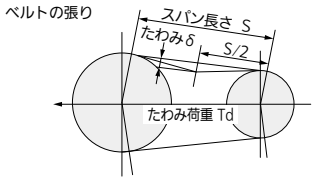

図5
- 数日運転を行ってから、ファンベルトの張り具合を見てください。また1か月に1回を目安にファンベルトの張り具合を確認してください。ファンベルトには適正な張り具合が必要です。(図5)
- 図5に示すスパン長さの中央にたわみ荷重Td(N)を垂直にかけ、たわみδ(㎜)が表2に示す値となるようベルトの張りを調整してください。